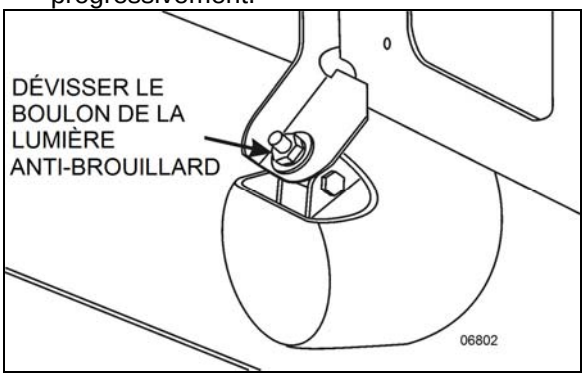

FIGURE 29 : BOULON DE MONTAGE DE PHARE ANTIBROUILLARD
3. Tirer sur la tige illustrée sur la figure 29 pour faire pivoter le phare.